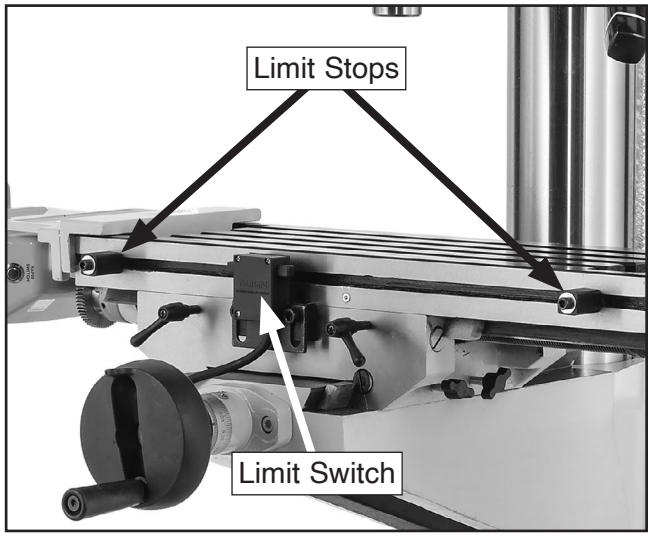

Figure 28. Location of stops and limit switch.
To adjust the position of the limit stops (see **Figure 28**), loosen the cap screws that secure the stops, move the stops to the desired positions, then tighten securely.
2. Turn speed dial (see **Figure 28**) all the way counterclockwise to slowest setting.
3. Move direction lever to neutral (middle) position, then move ON/OFF switch (see **Figure 28**) to ON position.